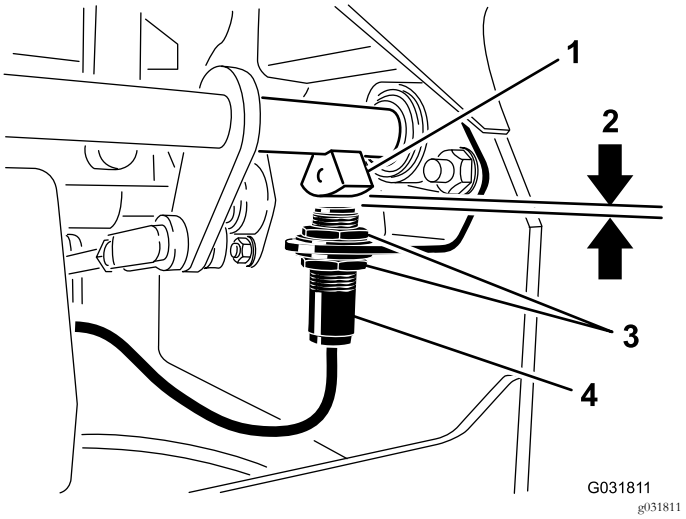

Rysunek 49
4. Przesuwaj przełącznik w górę lub w dół na wsporniku, aż odległość między czujnikiem wału hamulca i trzpieniem ruchomym przełącznika wyniesie 4 mm, jak pokazano na Rysunek 49.